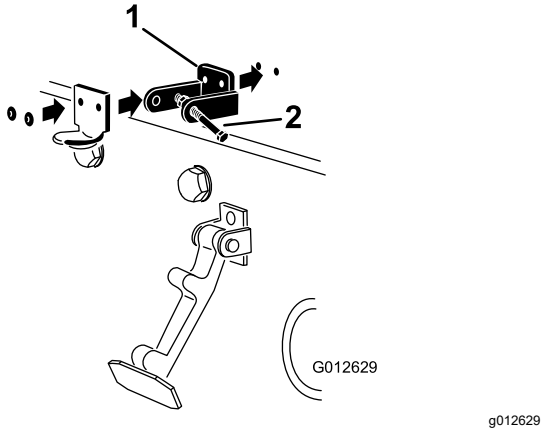

Figuur 16
Opmerking: De beugel van de vergrendeling moet zich tegen de motorkap aan bevinden (Figuur 16). Verwijder de bout en moer niet van de arm van de vergrendelbeugel.
5. Bevestig de beugels en de ringen met de popnagels aan de motorkap (Figuur 16).